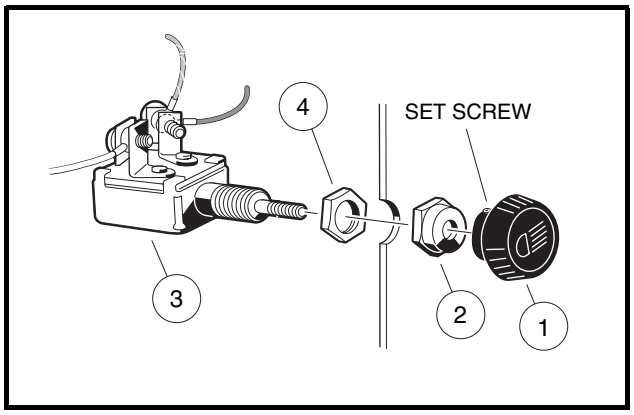

Figure 12-36 Light Switch
2. Loosen the set screw locking the light switch knob (1) to the shaft **(Figure 12-36, Page 12-31)**.
5. Remove the outer nut (2) from the switch **(Figure 12-36, Page 12-31)**.
6. Remove the light switch (3) from the center dash.
2. Thread the check nut (4) onto the switch until an equal number of threads show on both sides. Insert the switch through the center dash and install the nut on the outside of the dash. Tighten the nut to 14 in-lb (1.6 N·m) **(Figure 12-36, Page 12-31)**.